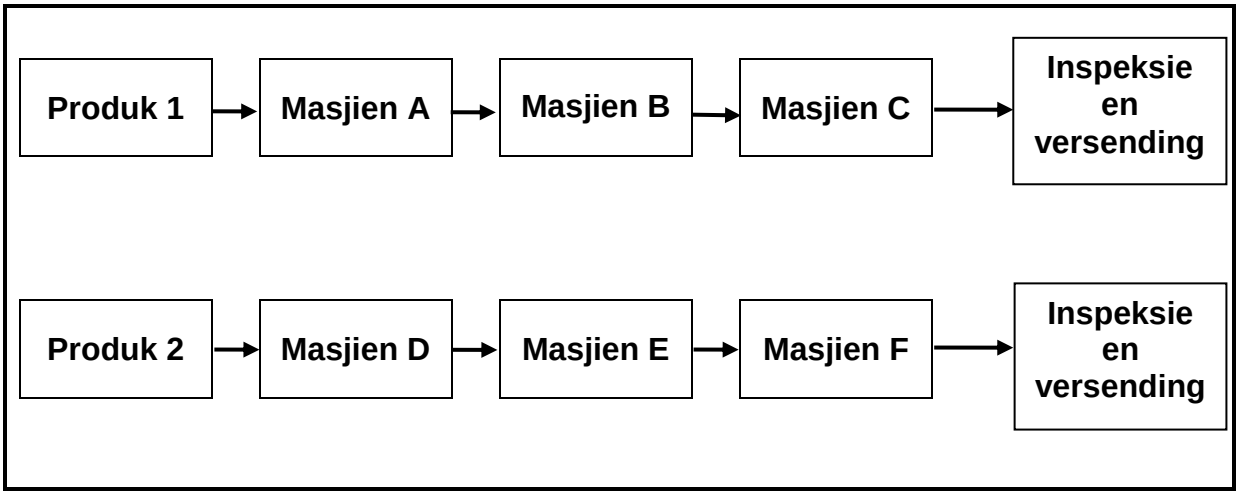

FIGUUR 2.6 (1)
2.6 Watter tipe werkswinkeluitleg word in FIGUUR 2.6 hieronder getoon?